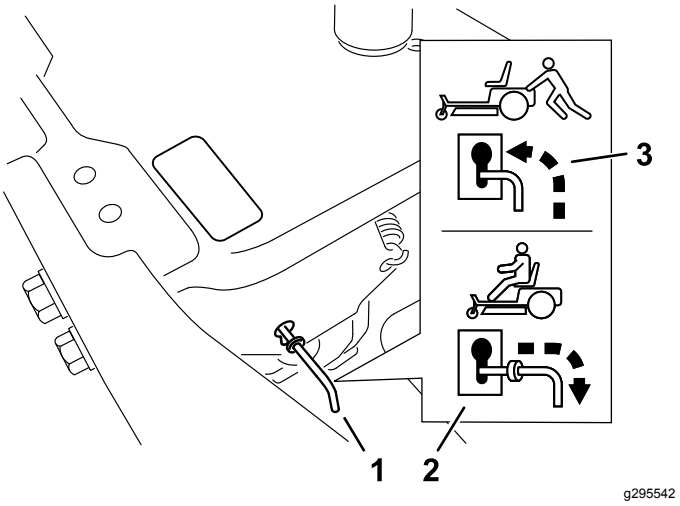

Figur 32
4. Flyt omløbshåndtagene fremad gennem nøglehullet og nedad for at låse dem på plads (Figur 32).
Flyt omløbshåndtagene bagud gennem nøglehullet og nedad for at låse dem på plads som vist i Figur 32.